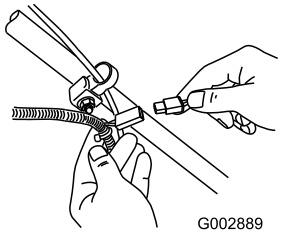

Figur 40
1. Anslut laddaren till gräsklipparens ledningsnät, som finns nedanför tändningsnyckeln (Figur 40).